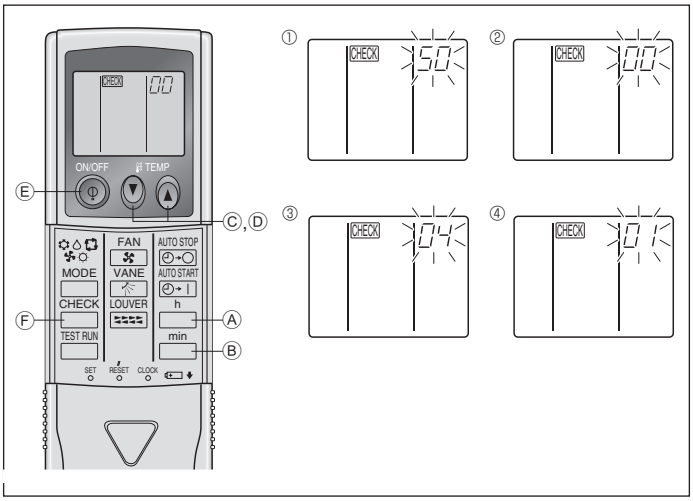

Fig. 6-14
2) Para el controlador remoto inalámbrico por infrarrojos (Fig. 6-14)